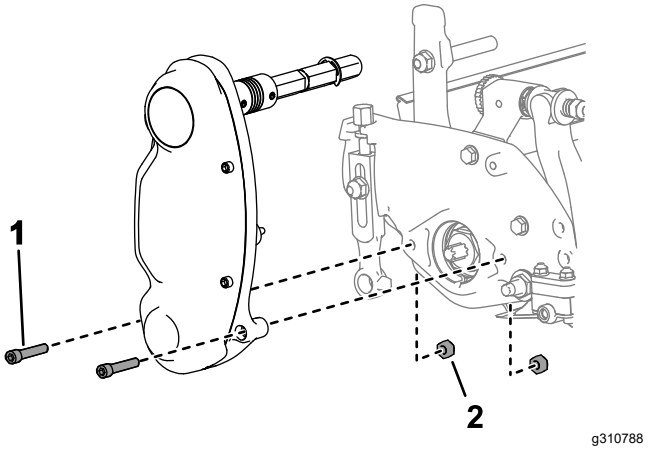

图 6
1. 卸下将滚刀驱动组件固定到侧板上的五金件图 6。
2. 从侧板内部拆下螺母图 6。